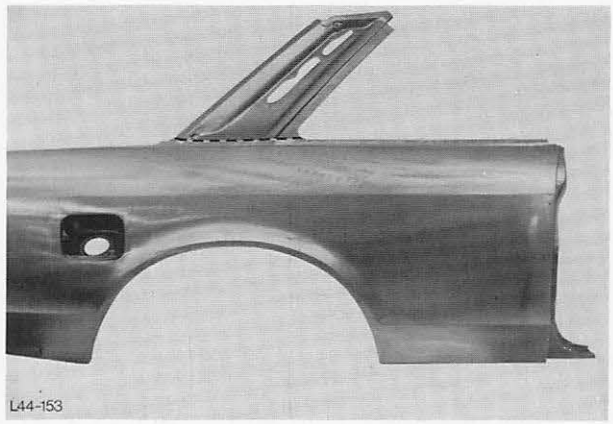

Abb. 165 Trennstelle C-Säule
19. Trennstelle – C-Säule unten am Neuteil – Seitenwand ermitteln und abtrennen, Abb. 165.